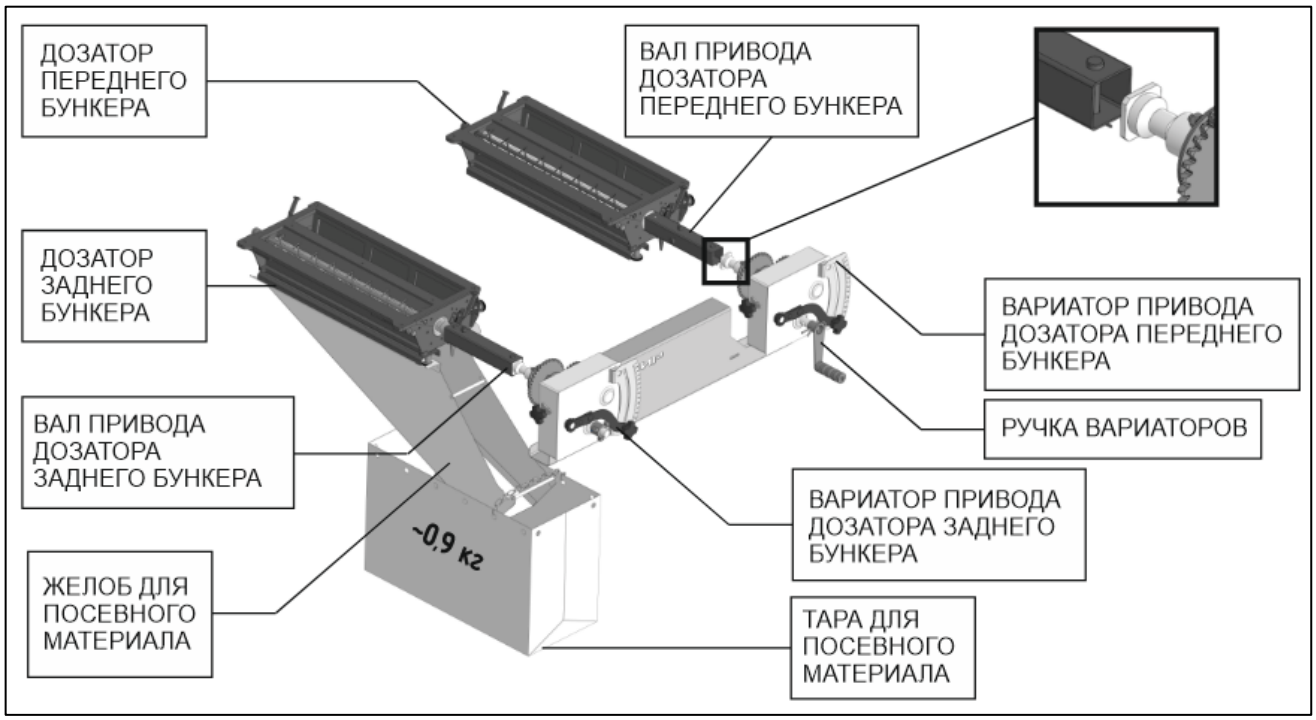

Рисунок 15 – Дозирующая система бункера с вариаторами «SELECT GEARBOX» (изображена настройка дозатора заднего бункера)
Установка нормы высева производится с помощью вариаторов, рис. 15.
Имитация хода 50 м – 67 оборотов ручки вариатора, рис. 15.
3. Отсоединить неиспользуемый дозатор от кинематики – снять приводной вал дозатора (рис. 15).
– Приступая к севу посевного материала другого вида, а также при изменении плотности сева или при уменьшении частоты вращения турбины, необходимо выполнить пробный проход порядка 150-200 метров, остановить агрегат и поднять высевающие секции, не выключая турбину. Провернуть ручку привода кинематики на 3-4 оборота (рисунок 15), проконтролировав проходимость посевного материала на каждом сошнике. Поток зерна из патрубков должен прекратиться через 5-10 секунд. Чтобы избежать закупорки семяпроводов, необходимо правильно отрегулировать распределение воздушного потока и подобрать скорость вращения турбины. При этом воздушный поток должен полностью выдувать посевной материал из труб и шлангов, не позволяя ему скапливаться.